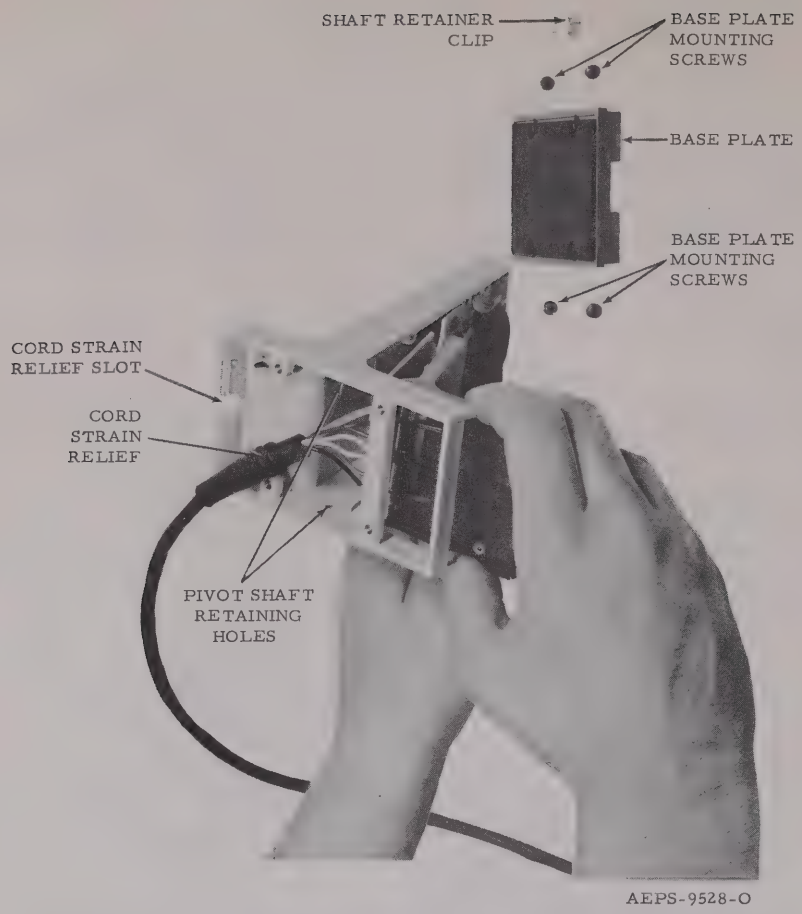

Figure 2.
(2) On the bottom of the microphone, remove the four screws that secure the baseplate to the housing; then remove the baseplate (Figure 2).
(4) Remove cord strain relief from U-shaped slot (Figure 2).
(5) Slide both halves of the pivot shaft toward the center releasing shaft from retaining holes (Figure 2).
(6) Swing lower edge of printed circuit board (including switches) forward to disengage the upper portion from the housing (Figure 2); then remove printed circuit board.
(1) Engage the upper portion of the printed circuit board in the housing at an angle of the housing (Figure 2).
(2) Swing the lower portion of the printed circuit board toward the rear of the housing (Figure 2).
(3) Position both halves of pivot shaft so the shaft ends engage the retaining holes (Figure 2).
(5) Replace cord strain relief in U-shaped slot (Figure 2).
(6) Replace baseplate and secure with the four screws (Figure 2).